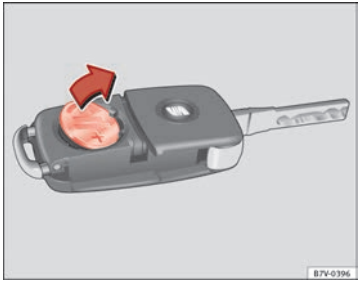

Fig. 16 Vehicle key: removing the battery
- Extract the battery from the compartment using a suitable thin object ⇒ Fig. 16.
- Place the new battery in the compartment, pressing in the direction of the arrow as shown ⇒ Fig. 16 ⇒ ⓘ.